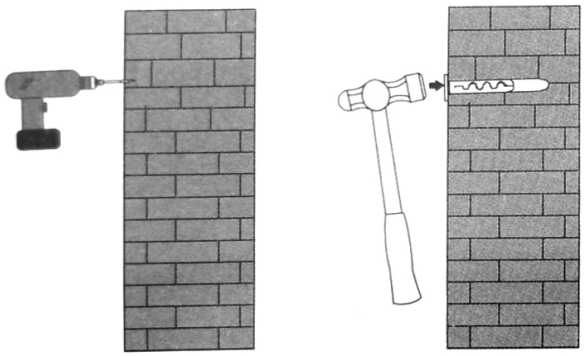

Rys.2.
Jeśli nie chcesz aby pomiędzy ścianą i lampą występowała szczelina należy kołek montażowy dobić młotkiem zgodnie z rys. 2.
- Krok 2 Wywierć otwory w ścianie w punktach zaznaczonych ołówkiem przy użyciu wiertarki i umieść w nich kołki montażowe jak na rys.2.